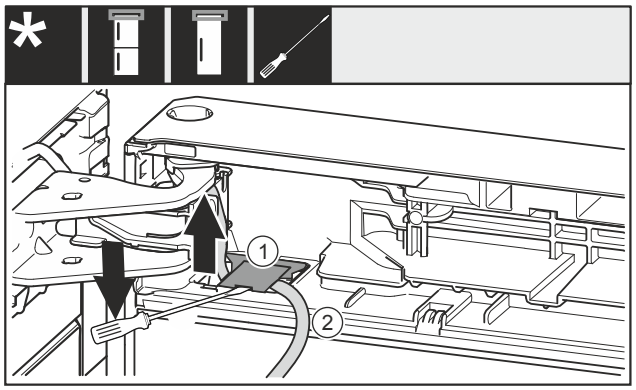

Fig. 26
▶ Use the slotted screwdriver to lift the cover *Fig. 26 (1)* up and pull it out.
▶ Pull out the cable *Fig. 26 (2)*.